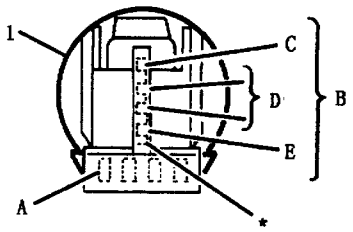

图 3－101　喷油器零件号的位置
(2) 安装：注意，每一个喷油器都进行过专门的流量测定，当更换喷油器时，更换的喷油器必须与旧喷油器的零件识别号（见图 3－101）相同。